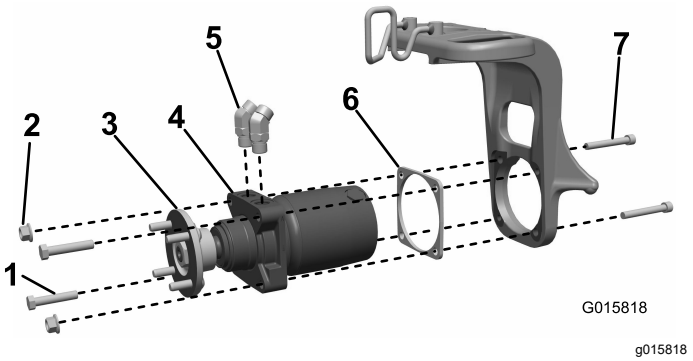

Figura 3
1. Montate i raccordi idraulici a 45° nel motore ruota e orientateli approssimativamente come illustrato in Figura 3. Non serrate i raccordi.
con 2 viti a brugola (½" x 3¾"), 2 bulloni (½" x 2½") e 2 dadi di bloccaggio (Figura 3).